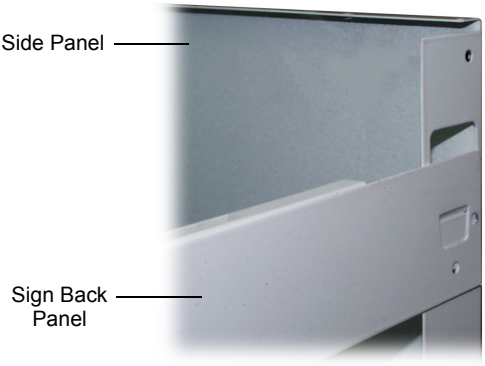

Figure 16: Sign Back Panel
1. Remove the sign back panel, by lifting up to disengage from the side and unit separation panels (see figure 16, below).